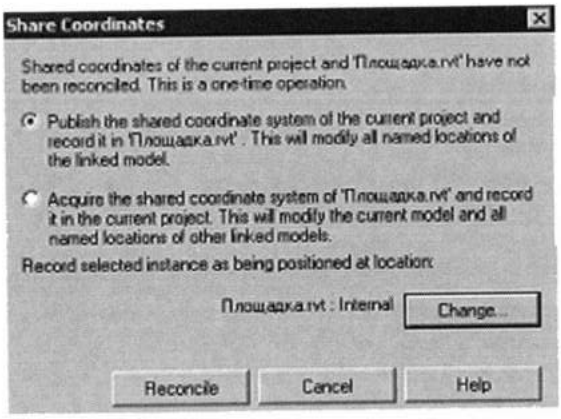

Рис. 31.11. *Назначение общей системы координат при подключении связанной модели*
2. Нажать в строке параметра **Shared Location** (Общее расположение) расположенную справа кнопку. В исходном состоянии на ней отображается *Not Shared* (Не общий), означающее, что связанная и основная модель используют собственные системы координат. Если для связанной модели общая система координат задается впервые, открывается бокс **Shared Coordinates** (Общие координаты) (рис. 31.11), в котором нужно согласовать координаты между связанной и основной моделью.